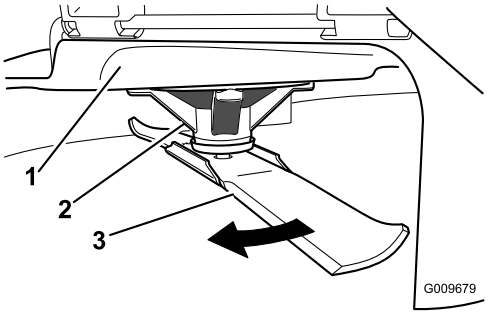

Figuur 49
2. Draai terwijl u dikke handschoenen of andere adequate handbescherming draagt langzaam het te meten mes in een stand die effectieve meting mogelijk maakt van de afstand tussen de maairand en het egale oppervlak waarop de machine staat (Figuur 49).